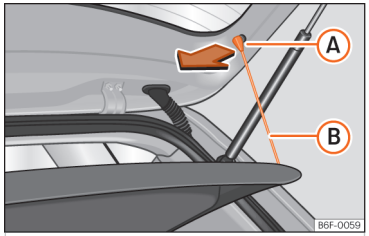

Abb. 142 Im Gepäckraum: Gepäckraumabdeckung aus- und einbauen.
- Hängen Sie die Haltebänder ››› (Abb. 142) (B) aus den Aufnahmen (A) aus.
- Hängen Sie die Haltebänder ››› (Abb. 142) (B) an der Heckklappe ein.